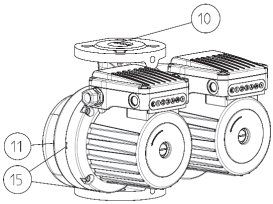

Rys. 2
- Pompy GHND, GHNMD są pompami podwójnymi (Rys.2 – poz.11),